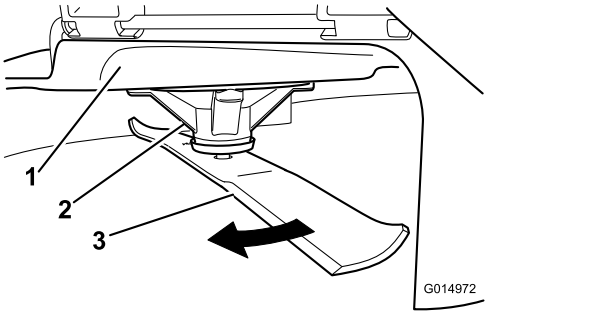

Bild 72
2. Tragen Sie dicke Handschuhe oder andere angemessene Handschuhe und drehen Sie das Messer langsam in eine Stellung, in der das Messen des Abstands zwischen der Schnittkante und der ebenen Fläche der Maschine möglich ist (Bild 72).